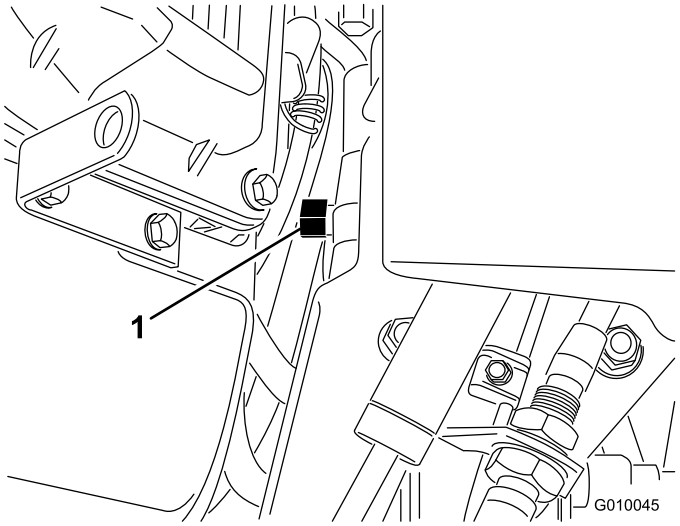

Figur 30
2. Find omløbsventilen mellem motoren og den hydrostatiske pumpe (Figur 30).
3. Drej omløbsventilen en omgang mod uret med en skruenøgle på 5/8 tommer. Derved får hydraulikvæsken mulighed for at løbe uden om pumpen, hvilket gør hjulene i stand til at dreje (Figur 30).
5. Drej omløbsventilen en omgang med uret for atter at betjene dybdelufteren (Figur 30).